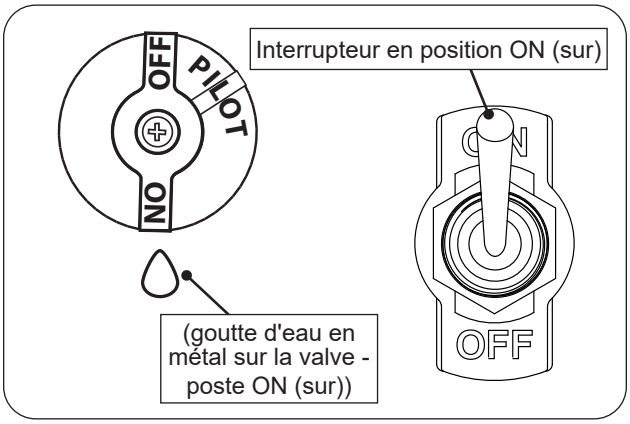

Fig. 56-1 Manual lighting
1. Assurez-vous que la veilleuse brûle. Tournez le bouton de commande dans le sens antihoraire ↶ sur **ON** (sur) (voir Fig. 56-1).
2. Basculez l'interrupteur à bascule sur **ON** (sur) pour allumer le brûleur (voir Fig. 56-1).